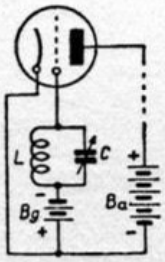

Fig. 33. Het rooster krijgt een negatieve voor-spanning van de batterij *Bg*.
W. — Mis! In de meeste versterkingslampen is het rooster negatief *gepolariseerd* t. o. v. de kathode, d. w. z. men geeft er een zekere negatieve „vòòrspanning" aan, bijvoorbeeld met behulp van een batterijtje, dat geen stroom behoeft te leveren (fig. 33).